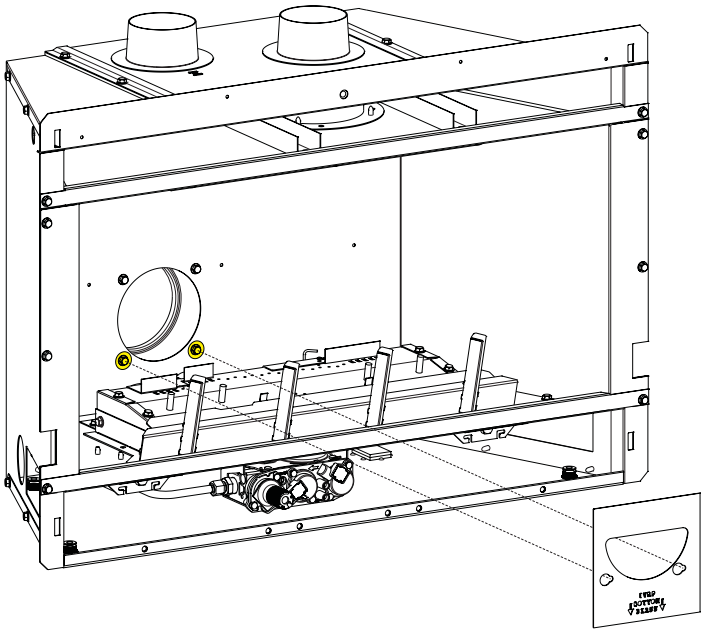

**Figure 14**
4. Loosen the two bottom screws that secure the inlet air duct collar at the rear of the firebox. **See Figure 14.**
5. Place the inlet air restrictor plate over the air intake opening. Align the plate with the loosened screws, shift the plate on the keyhole slots, then retighten the two screws. See **Figure 14** for locating the inlet air duct opening.